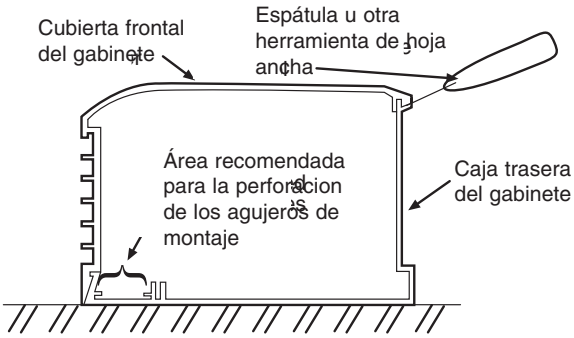

Fig. 1
16. Para evitar dañar el calefactor, no utilice un destornillador para separar la cubierta frontal de la caja trasera. Utilice sólo una espátula, como se muestra en la Fig. 1.
4. Perfore los agujeros de montaje del tamaño necesario en el gabinete del calefactor (vea la ubicación recomendada de los agujeros de montaje en la Fig. 1).
5. Perfore los agujeros de montaje del tamaño necesario en todos los gabinetes de los calefactores (vea la ubicación recomendada de los agujeros de montaje en la Fig. 1).